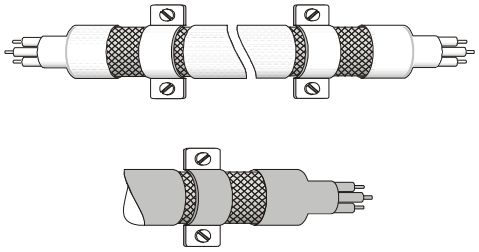

Figure 2
3. The shielding net of motor cable and the plate must be connected correctly. The shielding net on the two ends of motor cable should be fixes by the metal saddle and the plate. See figure 2 for correct connection.